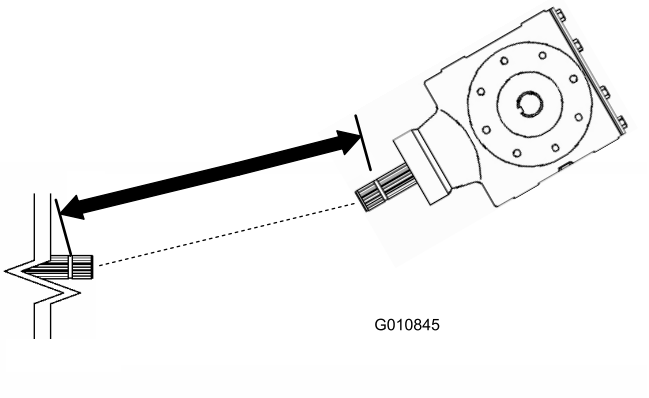
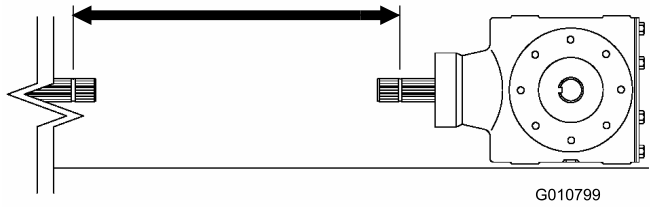
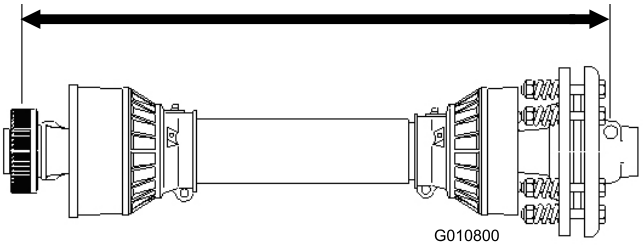

Figur 13
Figur 15
Figur 16
3. Mål avstanden fra låsesporet på enden av traktorens kraftuttaksaksel til låsesporet på kraftuttaksakselen til luftemaskinens girkasse (Figur 13). Noter denne avstanden. Eksempel: 67 cm.
5. Mål avstanden fra låsesporet på enden av traktorens kraftuttaksaksel til låsesporet på kraftuttaksakselen til luftemaskinens girkasse (Figur 15). Noter denne avstanden. Eksempel: 70 cm.
6. På kraftuttaksakselen måler du avstanden fra midten av låsetappballen i den ene enden til midten av låsetappen i den andre enden (Figur 16). Noter denne avstanden. Eksempel: 81 cm.
7. Bruk den minste av de to målingene i Figur 15 og Figur 13, trekk fra denne avstanden fra avstanden i Figur 16. Eksempel: 81 cm minus 67 cm er lik 14 cm.